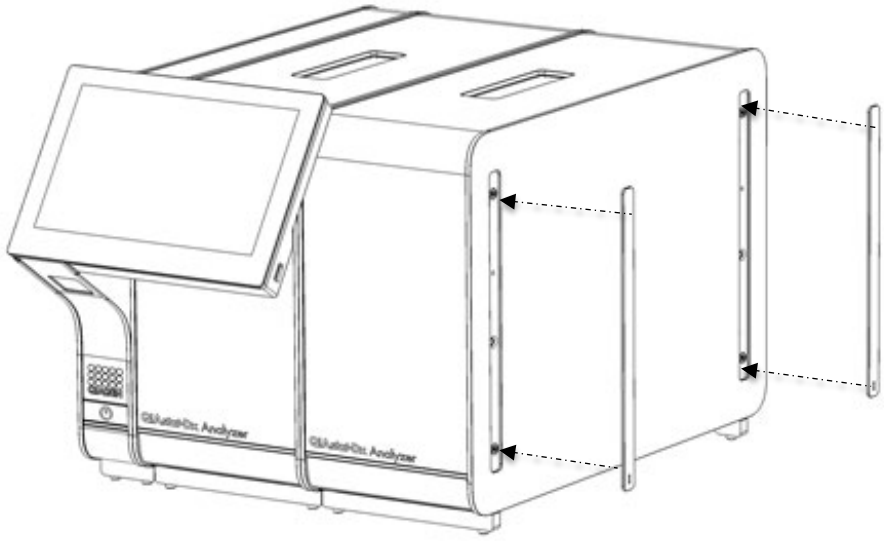

Figur 17. Montere beskyttelsesdekslene på den ekstra analytiske modulen.
5. Sett tilbake beskyttelsesdekslene på siden av den ekstra analytiske modulen (figur 17).